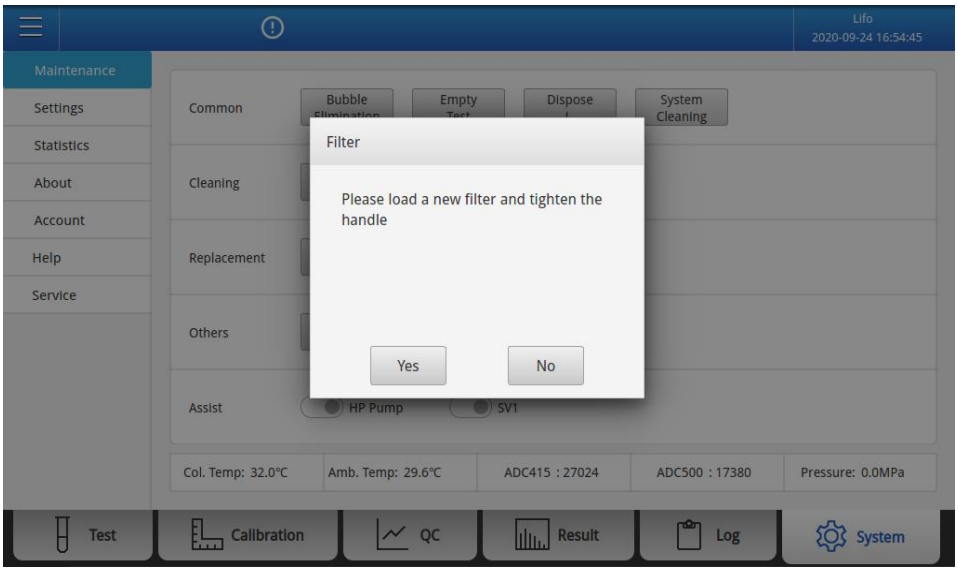

Fig. 10-6 After clicking “Change Filter”
1)Click “**Change Filter**” button and **Fig.10-6** is displayed. According to the operating instrcutions, load a new filter and tighten the handle , then click “**Yes**” button.